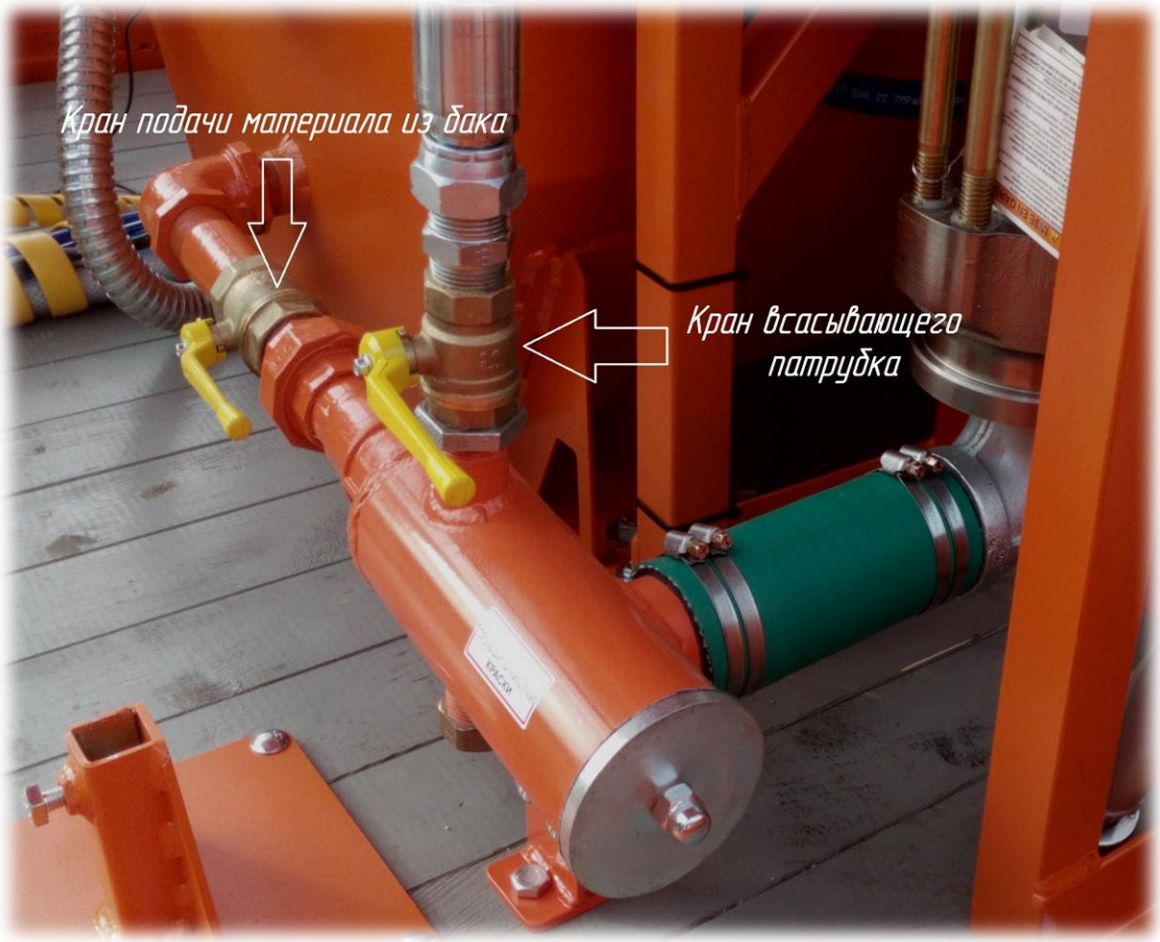

Рис. 40
- Закрыть кран подачи материала (рис.40).